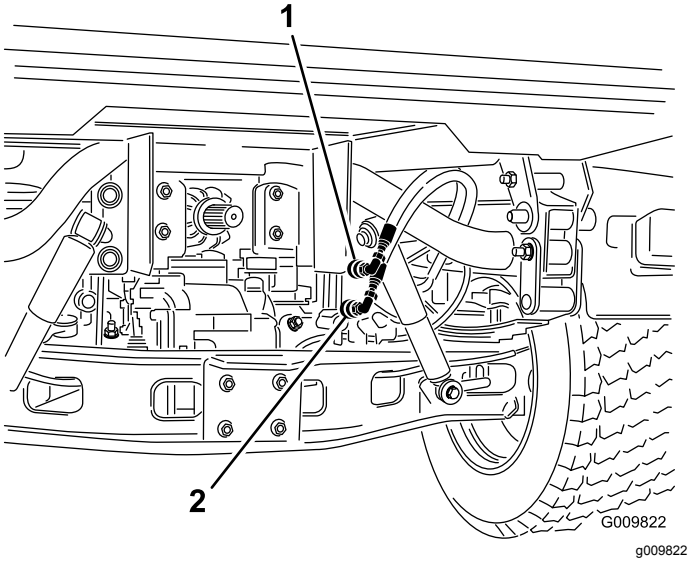

**Bild 73**
2. Schließen Sie an beiden Maschinen die zwei Schnellkupplungsschläuche von den Schläuchen ab, die an der Schnellkupplungshalterung befestigt sind (Bild 73).